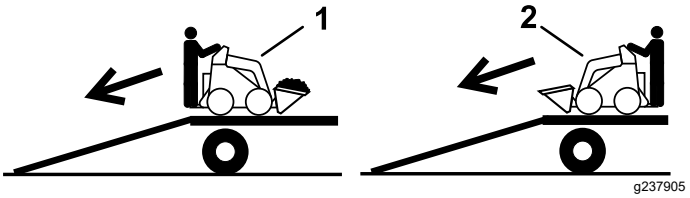

Rysunek 9
2. Wyładunek maszyny wykonuj tak, aby cięższa jej strona była po wyższej stronie pochylni, ładunek przewoź nisko (Rysunek 9).